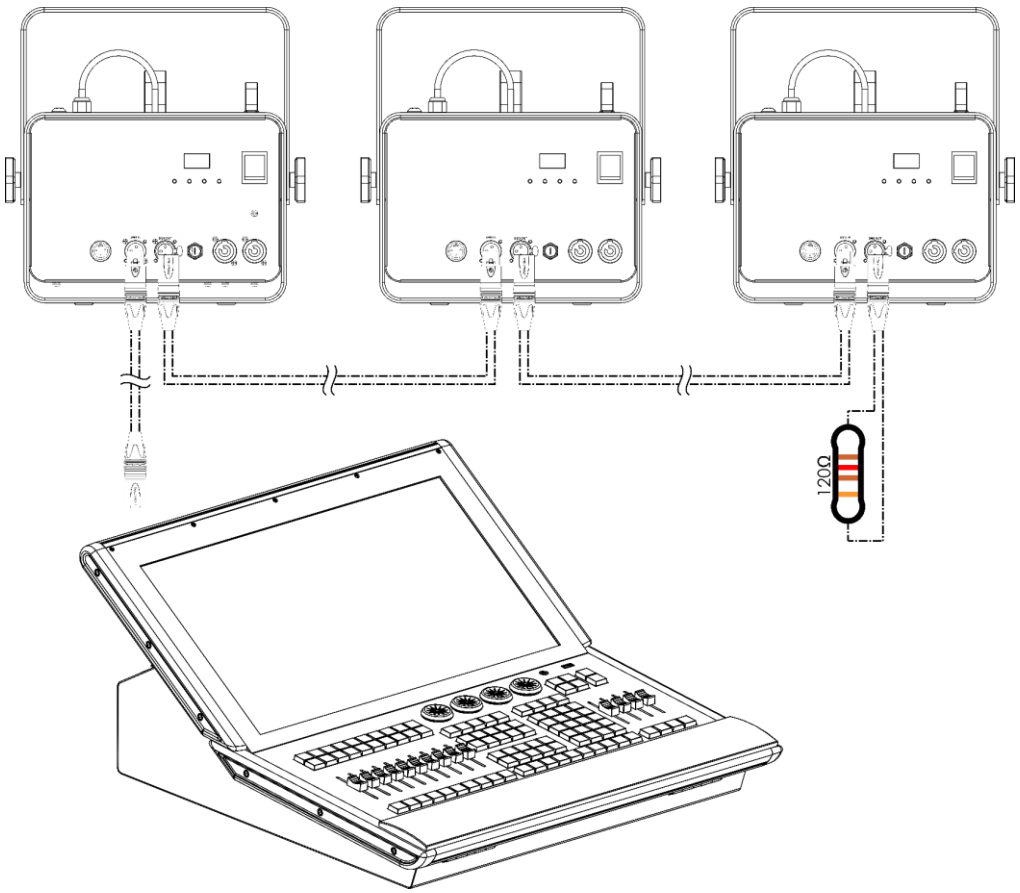

Fig. 08
03) Repeat step 2 to connect all devices in a daisy-chain as shown in Fig. 08.